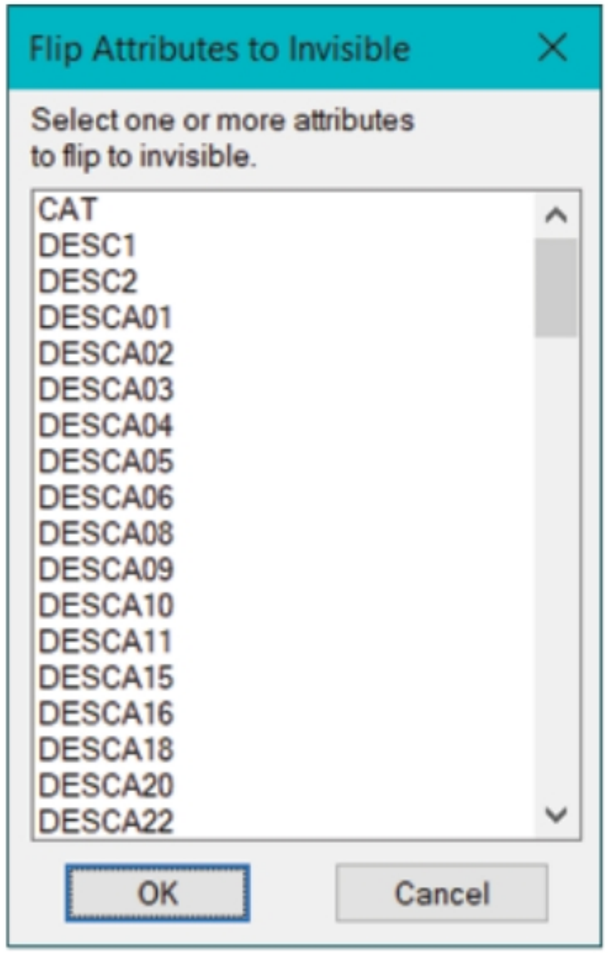

Figure-46. Flip Attributes to Invisible dialog box
- Select desired objects and press **ENTER**. The **Flip Attributes to Invisible** dialog box will be displayed; refer to Figure-46.